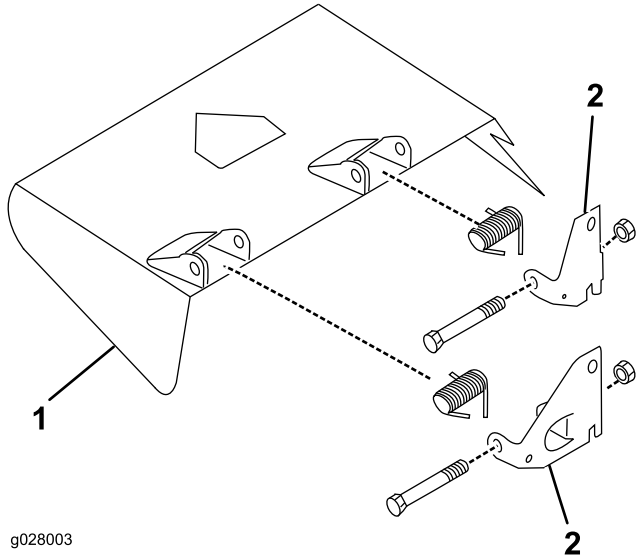

Bild 6
3. Befestigen Sie die neue Schwenkhalterung mit den vorher entfernten Kopfschrauben, Sicherungsmuttern und Federn an den Halterungen des Ablenkblechs (Bild 6).